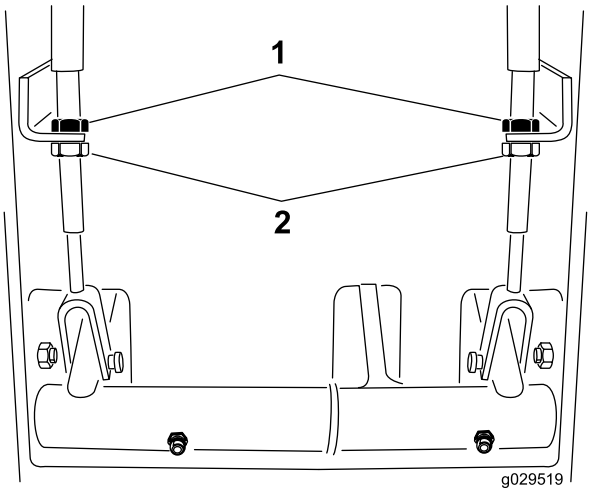

Figur 63
2. Hvis du vil redusere frigangen til bremsepedalene, strammer du bremsene ved å løsne de fremre låsemutrene på bremsekabelens gjengeende (Figur 63).